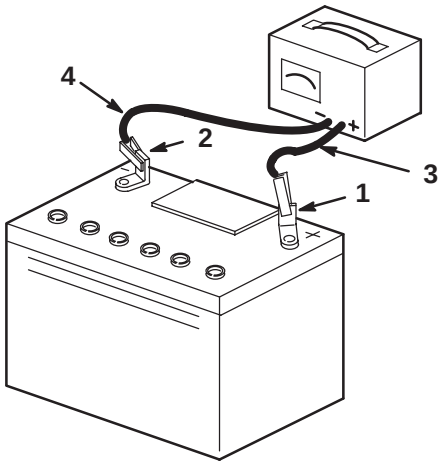

Figure 20
5. Débranchez les fils du chargeur des bornes de la batterie (Fig. 20).